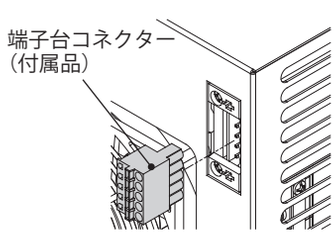

図4
1. 端子台コネクターを本製品から外した状態にしてください。（図 4）